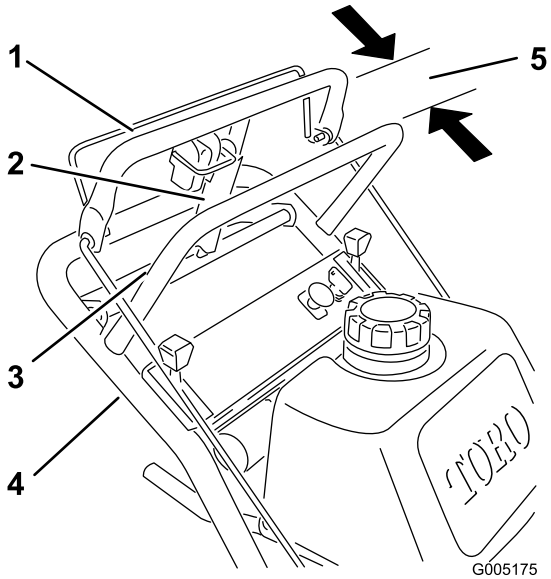

Figur 34
1. Kontrollera mellanrummet mellan den övre styrstången och den fasta stången när hjuldriften är inkopplad. Mellanrummet ska vara cirka 25–32 mm (Figur 34).